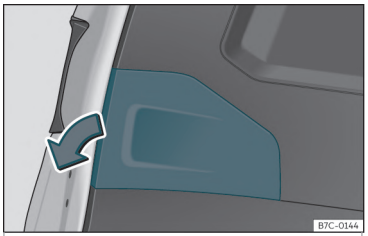

Fig. 51 Hayonul deschis: demontarea capacului.
– Demontați masca de pe hayon în direcția indicată››› **fig. 51** .